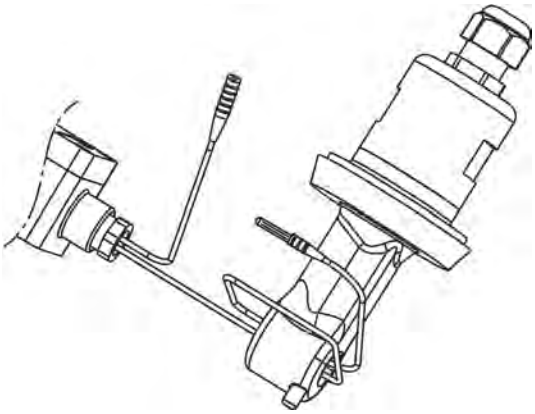

Fig. 74: Filo intorno al sensore Ci
Far passare due volte il cavo dell'adattatore di calibrazione attraverso il foro della sonda di misura (vedi *Capitolo 10.2.5.5 «Regolazione di base Ci» a pag. 150* , Fig. 74) e chiudere il ciclo.
4. Inserire il filo dell'adattatore di calibrazione con due giri attraverso l'apertura del sensore Ci, senza collegare le estremità del cavo. (Vedi Fig. 74 .)